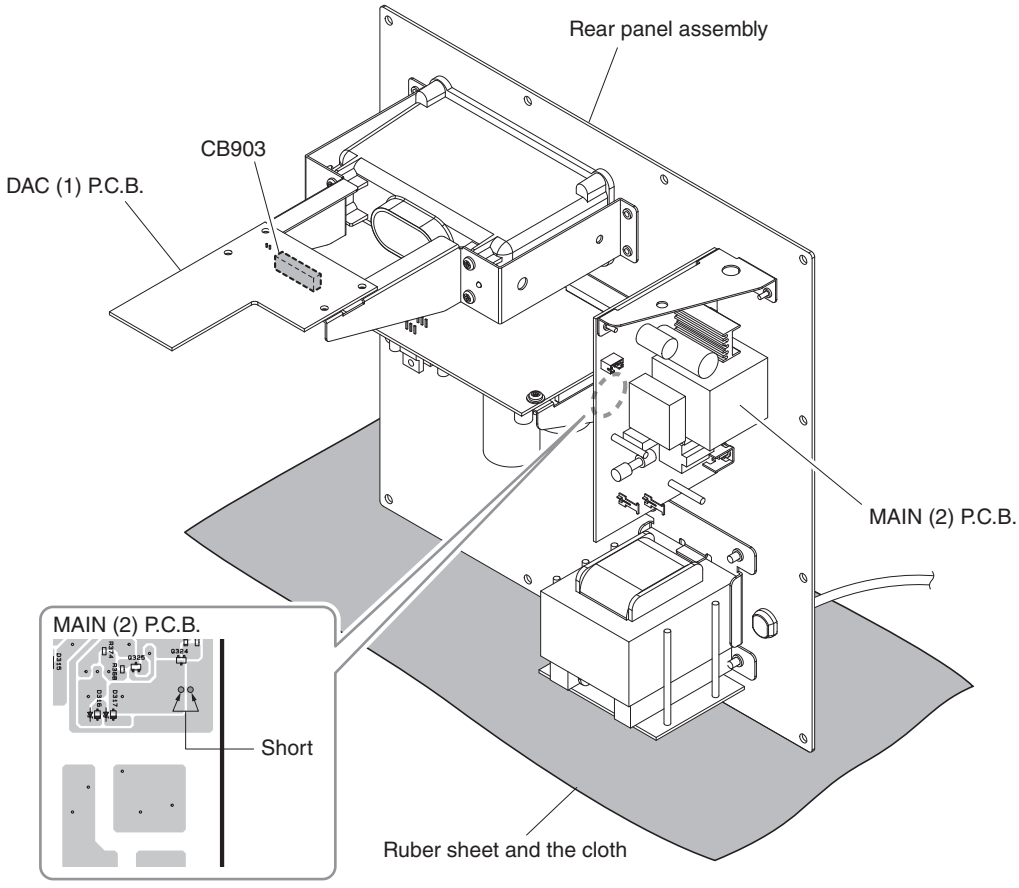

Fig. 4
- Spread the rubber sheet and cloth. Then place the rear panel assembly on the cloth and check it. (Fig. 4)
1. Short between the collector and emitter of Q324 on MAIN (2) P.C.B. (Fig. 4)
3. Apply the analog audio signal to the CB903 on DAC (1) P.C.B. (Fig. 4)
* After checking the NS-WSW121, be sure to return the shorted points to their original condition. (Fig. 4)